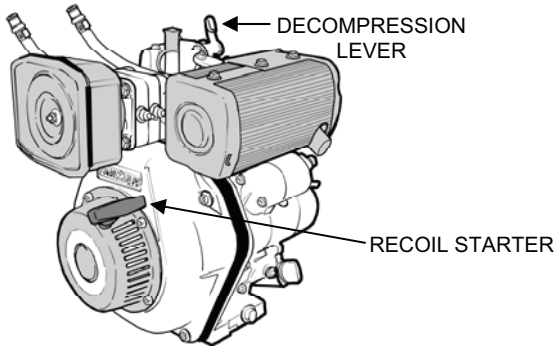

Figure 7. Diesel Engine Decompression Lever and Recoil Starter.
5. Make sure decompression lever is up (Figure 7). Pull the recoil starter slowly until it feels tight.